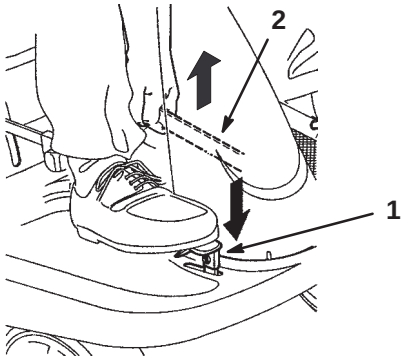

Bild 2
1. Drücken Sie das Bremspedal (Bild 2) durch und halten es in der gedrückten Position.
2. Ziehen Sie den Feststellbremshebel (Bild 2) hoch und nehmen den Fuß nach und nach vom Bremspedal.
1. Drücken Sie das Bremspedal (Bild 2) durch und halten Sie das Pedal gedrückt.
2. Drücken Sie den Hebel der Feststellbremse (Bild 2) nach unten und lassen Sie das Bremspedal langsam los.